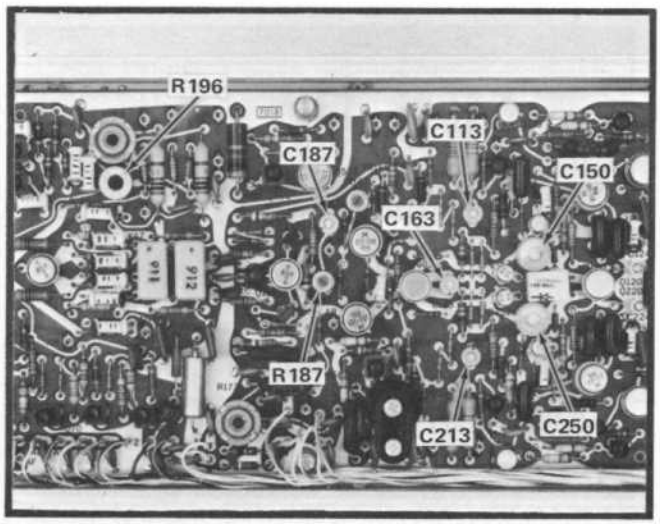

Fig. 5-9. Location of high-frequency adjustments on the Input board.
l. ADJUST—R196, R432, R333, R336, C187, R187, C163, C113, C150, C250 and C213 (see Figs. 5-9 and 5-10) in the given order for optimum response to a square wave. C250 and C213 are mainly − INPUT adjustments. To perform the adjustments, use the information in the procedure that follows.